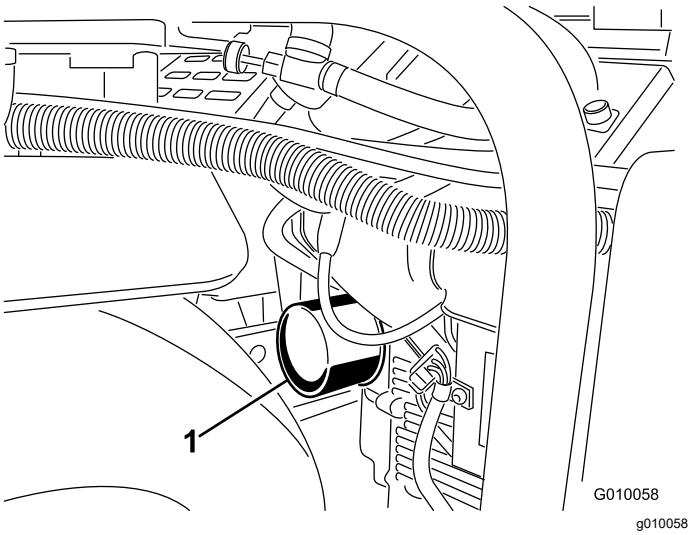
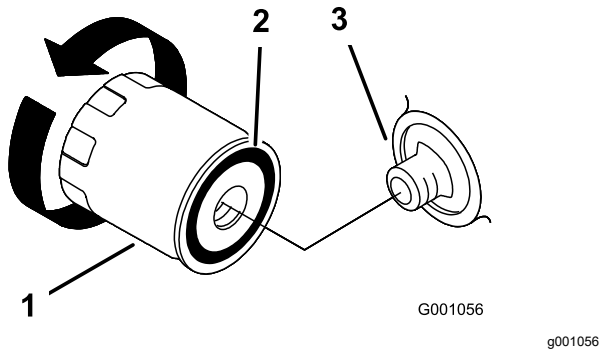

Rysunek 45
Rysunek 46
5. Aby złapać olej, umieść pod filtrem szmatę lub płytką miskę(Rysunek 45).
6. Wyjmij stary filtr (Rysunek 45 i Rysunek 46) i wytrzyj powierzchnię uszczelki adaptera filtra.